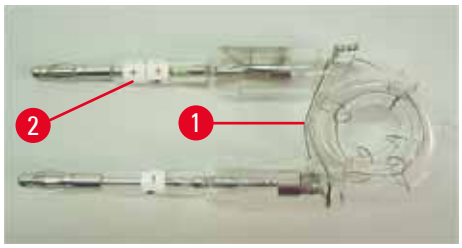
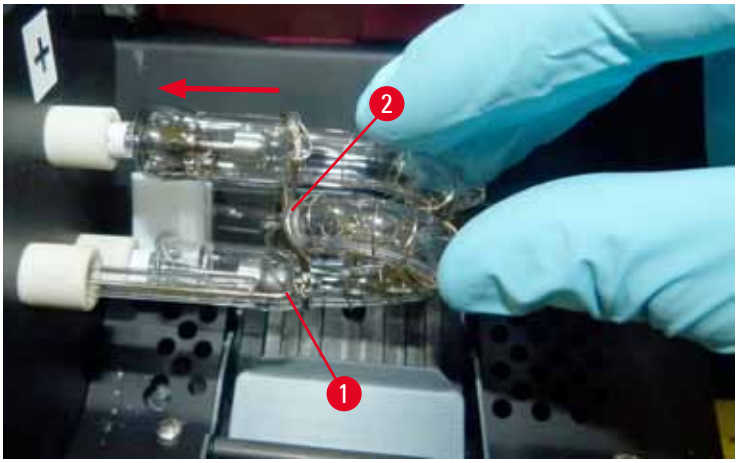

Abb. 18
Abb. 20
2. Die neue Blitzlampe (→ "Abb. 18") in die Fassung einsetzen (→ "Abb. 17-3"); dann vorsichtig bis zum Anschlag hineindrücken (→ "Abb. 20") (die Polaritätsmarkierung (+) darf nicht mehr zu sehen sein). Dabei ggf. vorsichtig kleine Auf- und Abbewegungen ausführen.